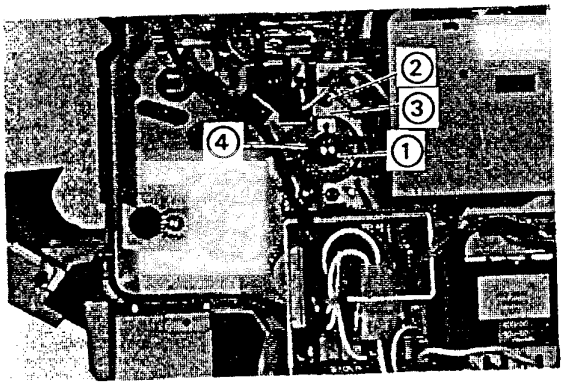

Рис. 4-29
6) Вытянуть муфту сцепления валика совмещения (см. рис. 4-29), затем удалить прокладку